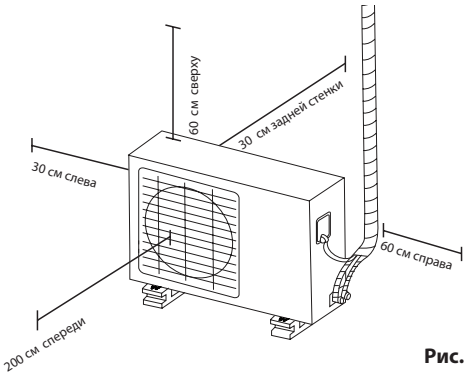

Рис. 4.1
- ☑ Соответствие всем требованиям по размерам, указанным в Требованиях к установочному пространству (***рис. 4.1***)